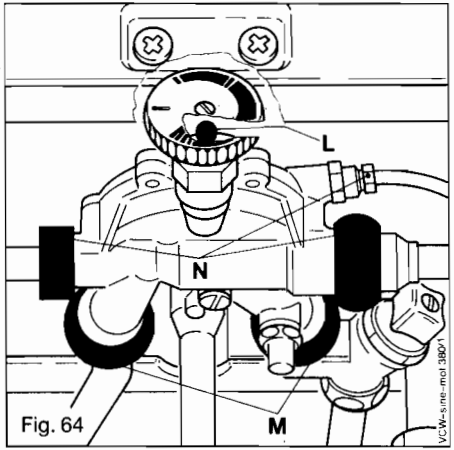

Fig. 64
Slacken union nuts (M, fig. 64) and collect water in suitable container.
Unscrew the four union-nuts on the water section (M and N, fig. 64).
14.11.3 Cleaning of water section (Fig. 64)
Slacken union nuts (M, Fig. 64) and collect water in suitable container.
Remove water section by unscrewing water conections (M and N, Fig. 64) and loosening screw L.